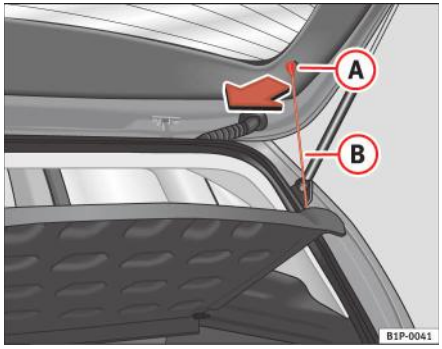

Fig. 104 Copertina portbagajului
– Scoateți bridele ⇒ fig. 104 (B) din locaşurile (A)